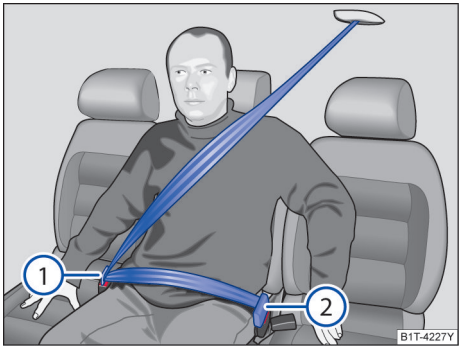

图 32 从两个锁扣中松开安全带锁舌
– 按压插口②边的红色按钮→ 图 32， 安全带锁舌自插口内弹出→ ⚠。
– 按压插口①边的红色按钮→ 图 32， 安全带锁舌自插口内弹出